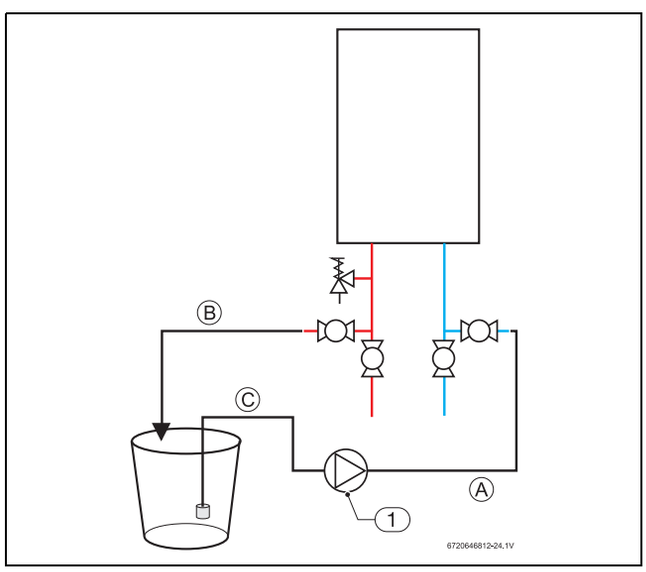

Fig. 61
- ▶ Connect a line (A) from the outlet of the circulating pump (installer supplied) to the inlet water fitting on the water heater (see fig. 61.)
- ▶ Using another line (B), connect the water outlet fitting on the water heater. Route the other end of this line into a descaling reservoir.
- Using a 3rd line (C) from the descaling reservoir, connect to the inlet side of circulating pump. Install a filter on the end of the line in the descaling reservoir.